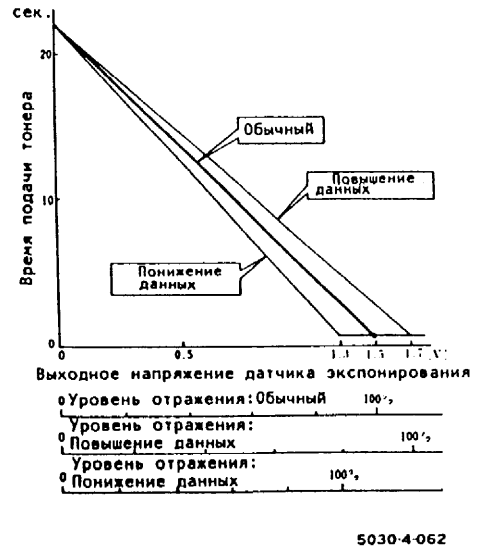

Рис.6. Коррекция посредством DIAG [20-12]
При изменении данных посредством DIAG [20-12], значение коррекции стандартного уровня отражения (система ACDC), наклон графика (Рис.6) изменяется скорректированными данными, которые устанавливаются уровнем отражения белой бумаги A3. Таким образом базовое время подачи тонера изменяется.
4. (Рис.6): Линия направления вала барабана "0.1 GRAY" не должна быть видна, а линия направления сканирования должна воспроизводиться.